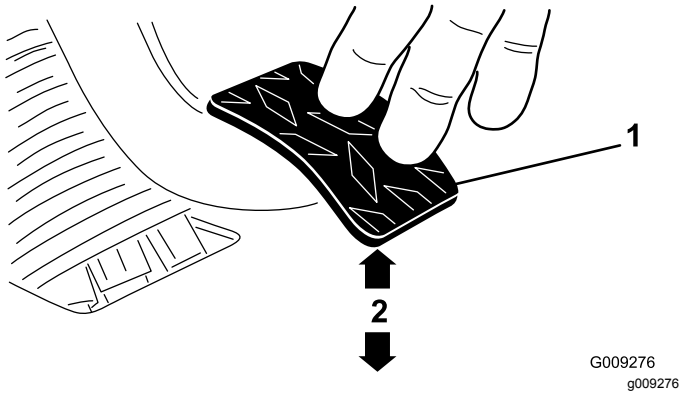

**Rysunek 71**
3. Reguluj przeciwnakrętki lub przegub kulowy do momentu, gdy po przyłożeniu do pedału siły o wartości 1,8 kg tylna krawędź pedału sprzęgła znajdzie się w odległości od 9,2 do 9,8 cm od górnej krawędzi żebrowanej płyty podłogowej (Rysunek 71).